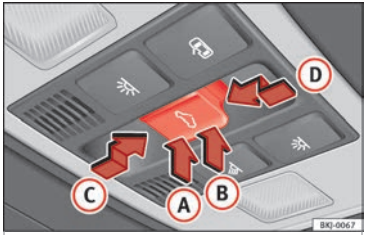

**Fig. 147** On the interior roof lining: sunroof button.
The button ››› **Fig. 147** has two levels. The first level switches the sunroof to the tilted position, opening or closing it fully or partially.
- Before approx. 5 seconds of having activated the roll-back function, press the button »» Fig. 147 to the second level in the direction of arrow »» Fig. 147 (D) until the sunroof closes completely.